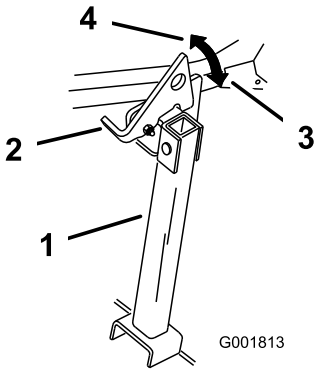

Figuur 26
2. Zet de vergrendeling omhoog in de ontgrendelde stand (Figuur 26).